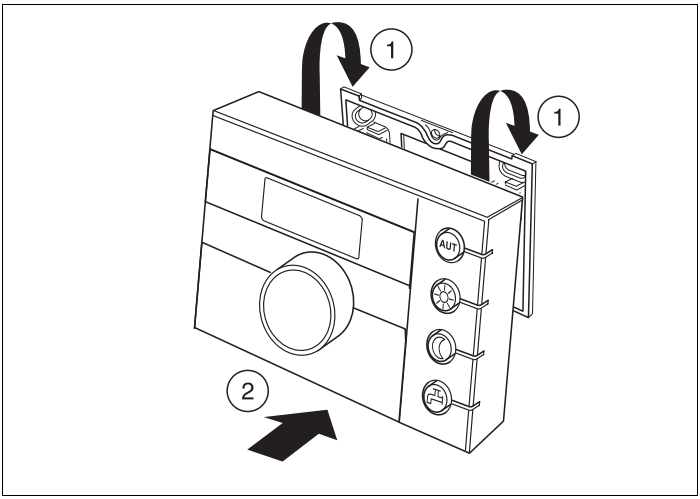

Рис. 4 Установка комнатного регулятора RC20
- Установить комнатный регулятор RC20 сверху на монтажную пластину по направлению стрелок (рис. 4, **поз. 1**).
- Нажать на регулятор RC20 внизу до щелчка, как это показано стрелкой (рис. 4, **поз. 2**).
- Разблокировать комнатный регулятор RC20 на нижней стороне (рис. 4, **поз. 2**) и снять его вверх.